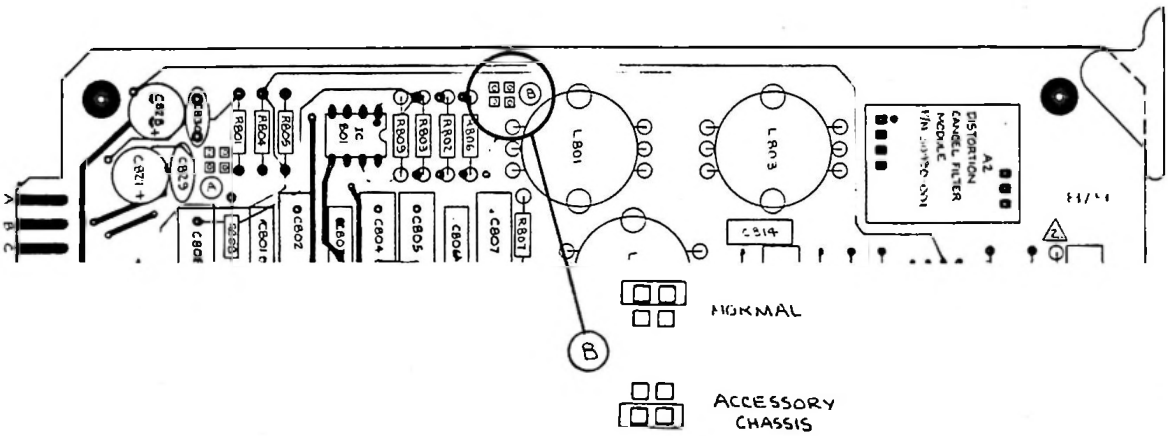

Fig. 2-3: Jumper Positions, OPTIMOD-FM Cards #8 and #9
d) Remove Cards #8 and #9. On each of Cards #8 and #9, move the link at jumper B to the "ACCESSORY CHASSIS" position (see Fig. 2-3). DO NOT MOVE jumper A on either card. Reinstall the cards.